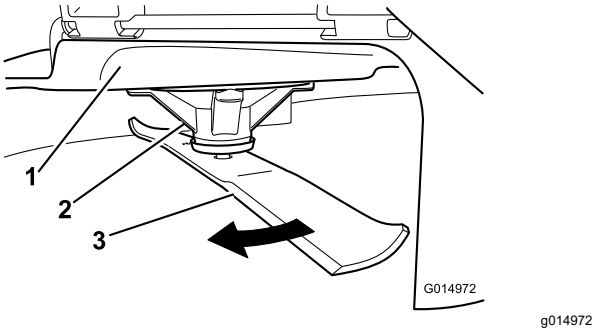

Figur 103
2. Bær tykt polstrede handsker eller anden tilstrækkelig håndbeskyttelse, drej langsomt skærekniven til en position, der gør det muligt for dig at måle afstanden mellem skærekanten og den plane flade, som maskinen befinder sig på (Figur 103).